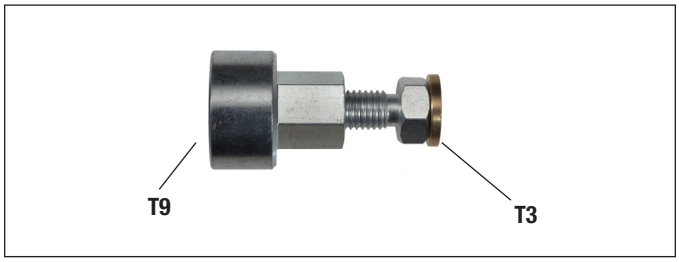
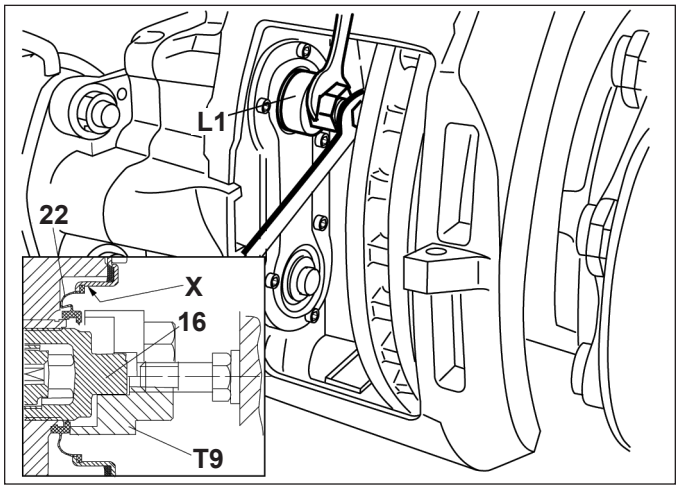

Figure 52 – On-Vehicle Inner Seal Tool (L1)
Figure 53 – On-Vehicle Inner Seal Installation
5.5.12 Position the replacement inner seal (22) over the threaded tube (16). *See Figures 52 and 53 for the tools and installation arrangement used.* Position the L1 (T3 + T9) with the short spacer (T3) in position as shown in Figure 53. Guide the tool over the end of the threaded tube (16). Install the new inner seal (22) into position by rotating the adjuster nut on the T3 portion of the tool, using an open-ended wrench.